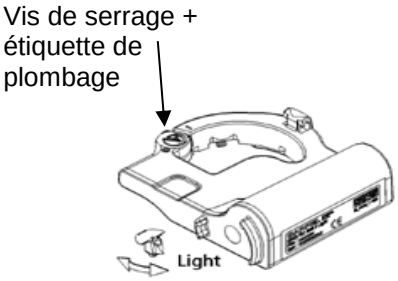

fig. 6
- Une vis permet d'augmenter ou diminuer le serrage de la bague sur le compteur (fig.6). Ce dispositif renforce le maintien tout en permettant, le cas échéant, de retirer la bague, sans risque de détérioration des crochets.